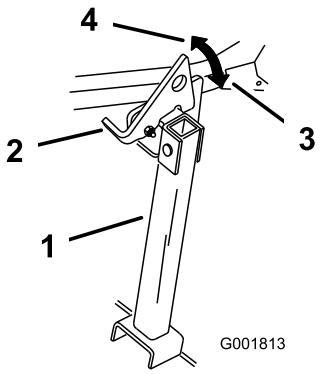

Figur 43
2. Hev spaken til ulåst stilling (Figur 43).